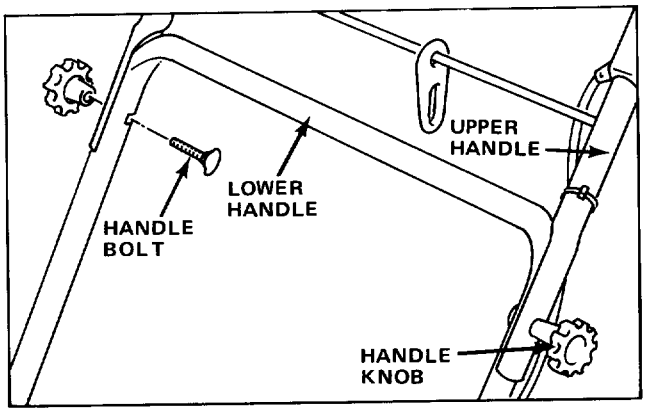

Figure 2
2. UPPER HANDLE (Fig. 2)—Position ends of upper handle on outside of lower handle. Insert bolts through holes in handles and secure in place with handle knobs.